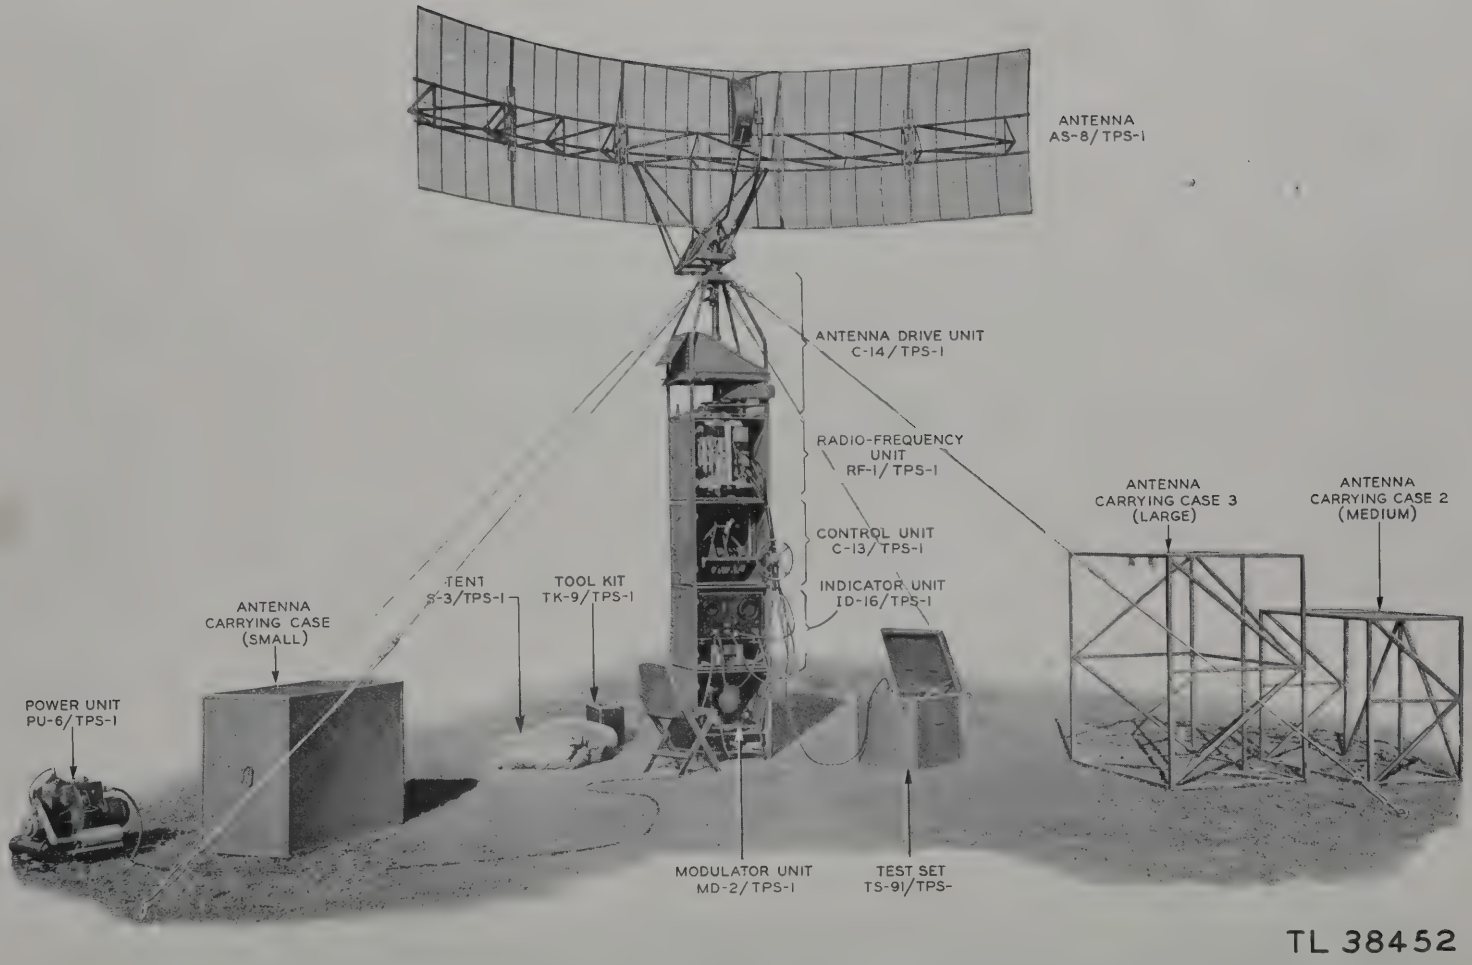

Figure 1. Radio Set AN/TPS-1A.
a. Radio Set AN/TPS-1A is a portable ground-based search radar for the detection of aircraft at ranges up to 100 miles. It furnishes range data in statute miles and azimuth data in degrees. It does not furnish elevation information. The equipment in operating condition is shown in figure 1.